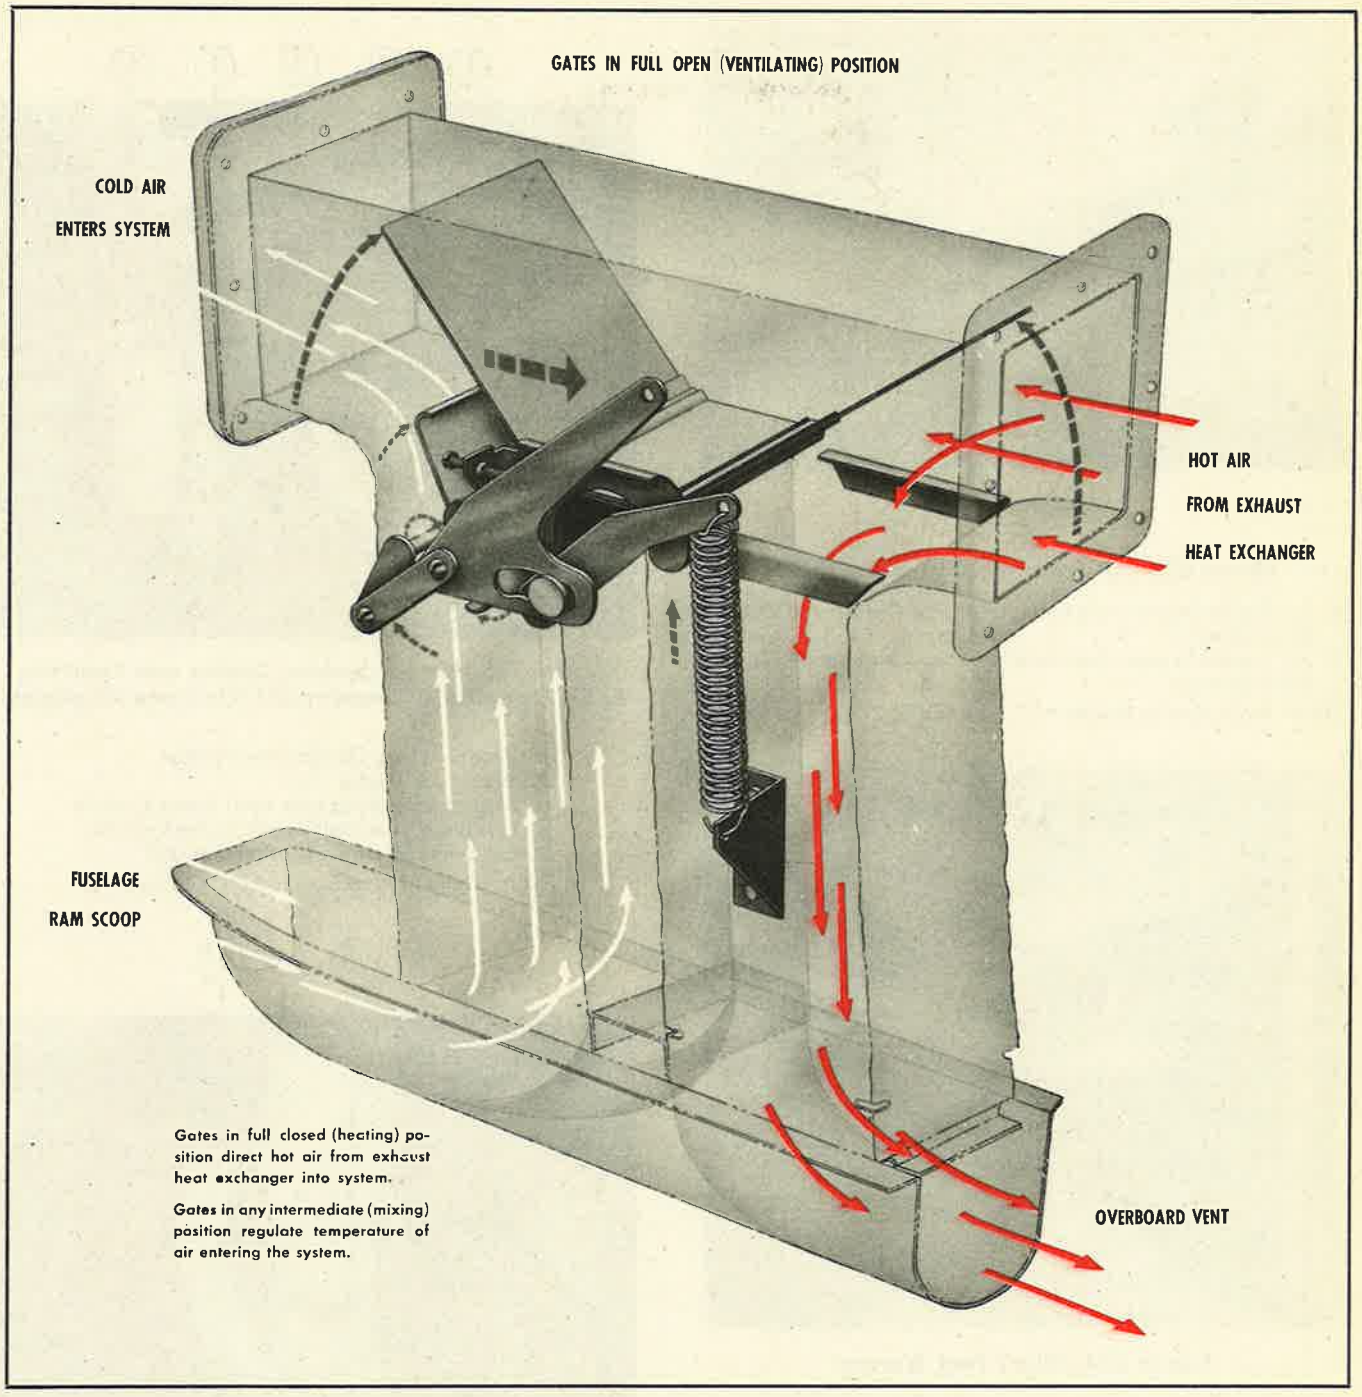

Figure 532—Mixing Chamber Operation
(3) MIXING VALVE ASSEMBLY (Mixing Chamber). *(See 47, figure 527 and figure 532.)*